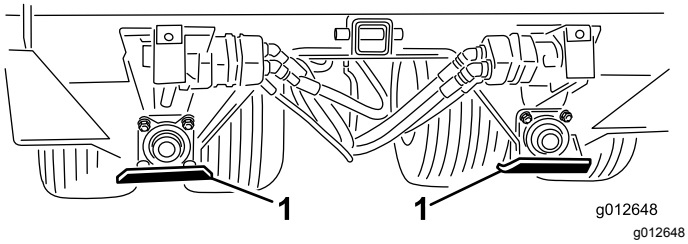

Rysunek 8
1. Ustaw płozę, jak pokazano na Rysunek 8.